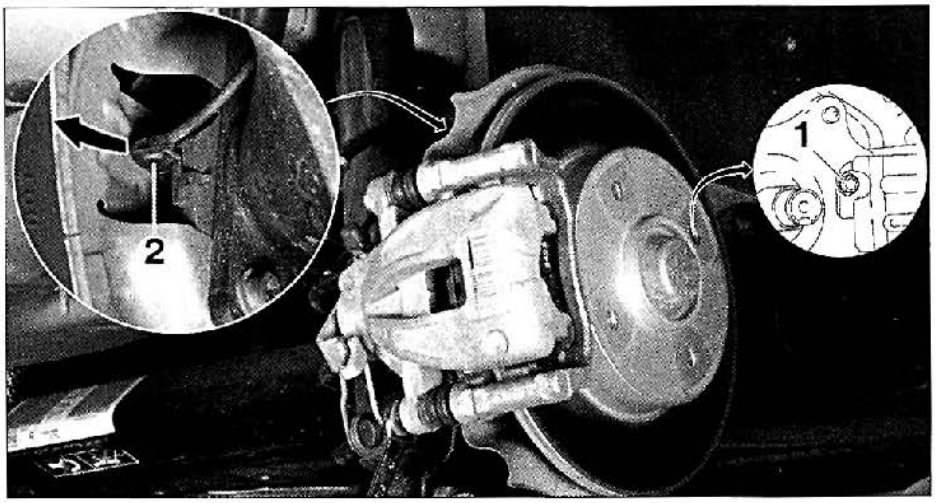

FIG. 25
• Desmontar el tornillo de captador de rueda (1) por un taladro de tornillo de rueda, con una llave hexagonal **(fig. 25).**
• Desmontar el captador de rueda (2) (siguiendo la flecha).